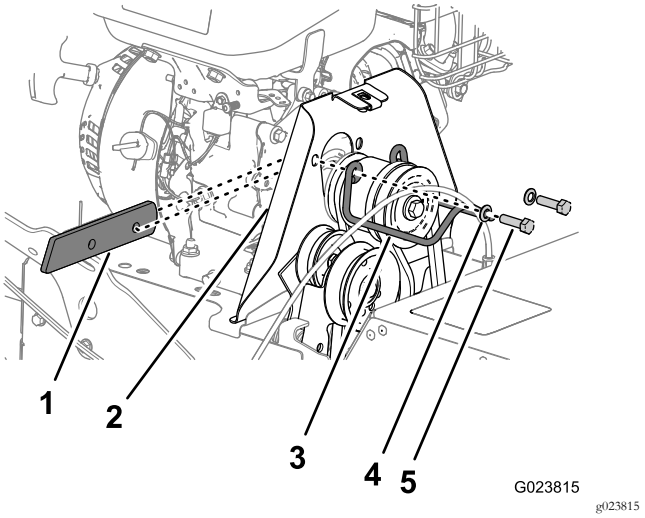

Rysunek 39
2. Odkręć 2 śruby i wyjmij 2 podkładki mocujące prowadnicę paska do maszyny i wyjmij prowadnicę paska oraz podkładkę dystansową (Rysunek 39).
4. Wyrównaj podkładkę dystansową między silnikiem a osłoną koła pasowego oraz otwory w podkładce dystansowej, silniku i osłonie (Rysunek 39).
5. Zamocuj prowadnicę koła pasowego do maszyny za pomocą śrub i podkładek (Rysunek 39), które zdjąłeś, wykonując krok 2 w pkt Zdejmowanie paska napędu szczotki (Strona 26).